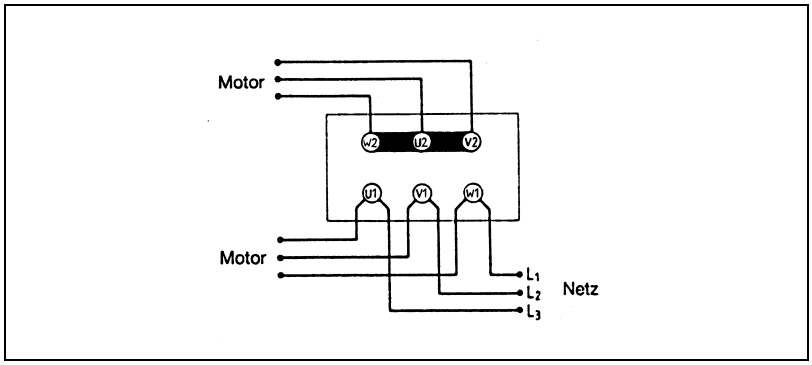

Fig. 17: Y-Schaltung (hohe Spannung)
4. Anschluss von Pumpen mit Drehstrommotor entsprechend der Fig. 17 oder 18.